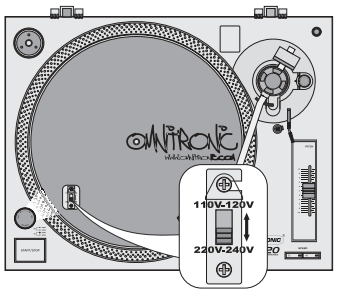

Abb. 7: Spannungswahl
2. Stecken Sie den Netzstecker in ein Steckdose (230 V AC, 50 Hz ~). Das Gerät lässt sich auch mit 115 V AC, 60 Hz ~ betreiben. Dazu den Spannungswahlumschalter unter dem Plattenteller auf die obere Position 110-120 V stellen (Abb. 7).